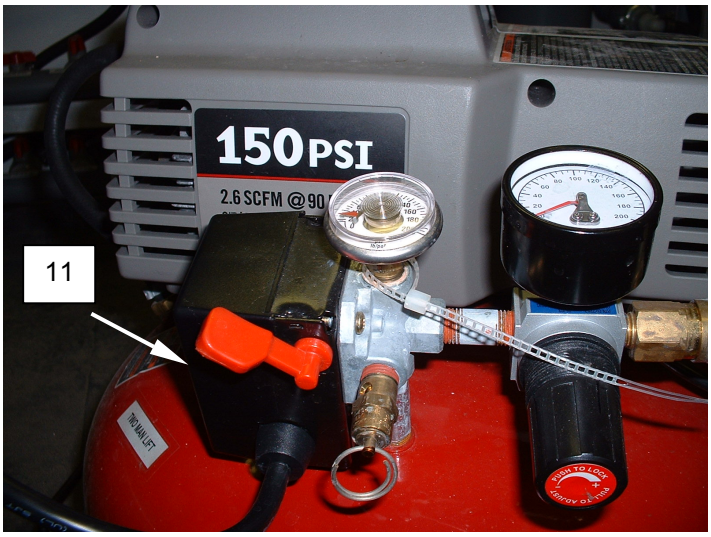

Figure 10. Air Compressor.
13. Turn on air compressor **(Figure 10, Item 11)**.